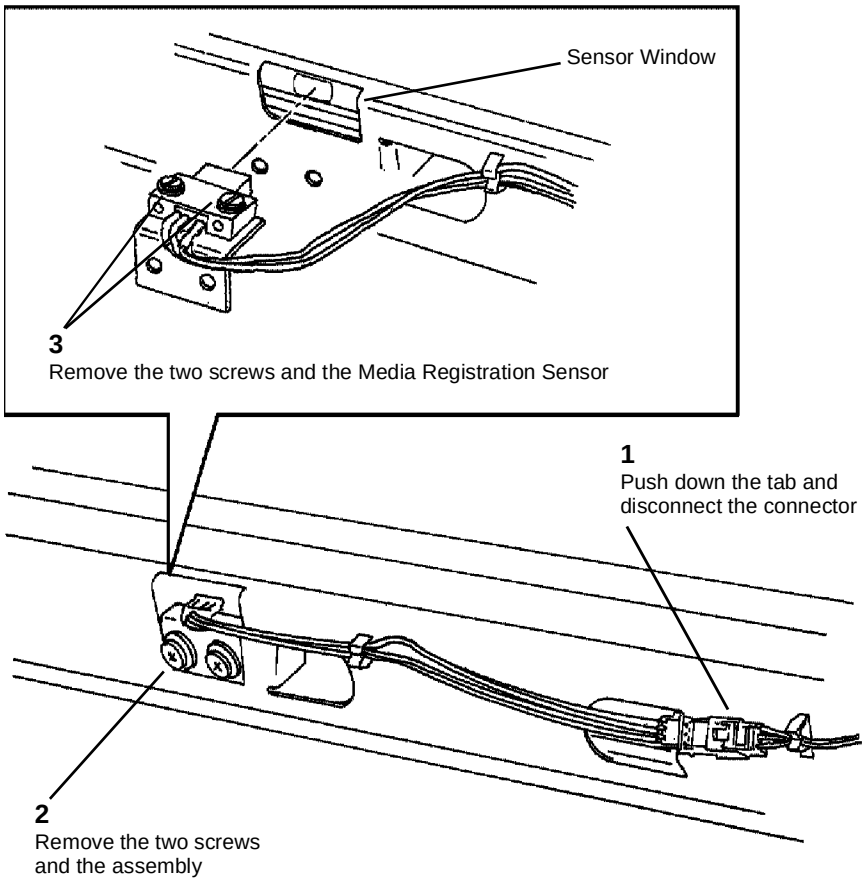

**Figure 1 Removing the Media Registration Sensor**
3. (Figure 1): Remove the Media Registration Sensor.